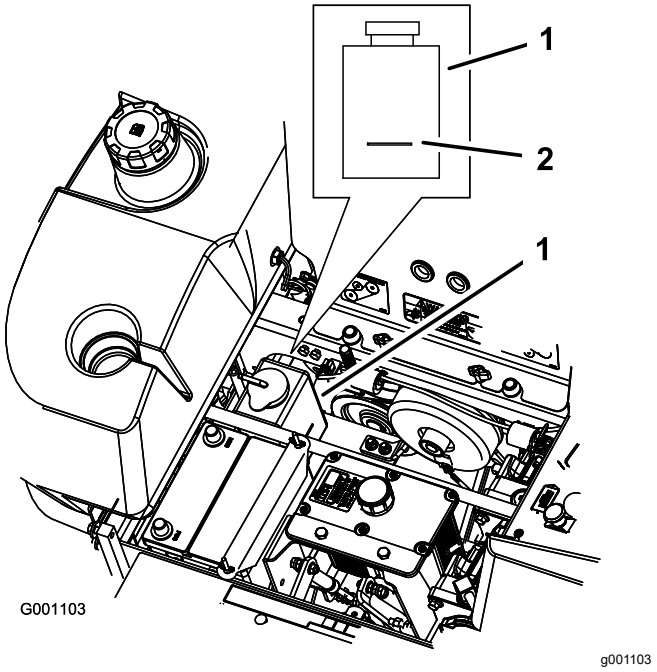

Figuur 79
4. Als de motor is afgekoeld, controleert u het peil van de overloopfles. De vloeistof moet tot aan de verdikking op de buitenkant van de overloopfles staan (Figuur 79).
5. Als het peil van de koelvloeistof te laag is, moet u de overloopfles bijvullen met een mengsel dat half uit antivries/Dex-Cool® en half uit water bestaat (Figuur 79).
6. Vul de fles met dit mengsel tot aan de streep op de fles (Figuur 79).